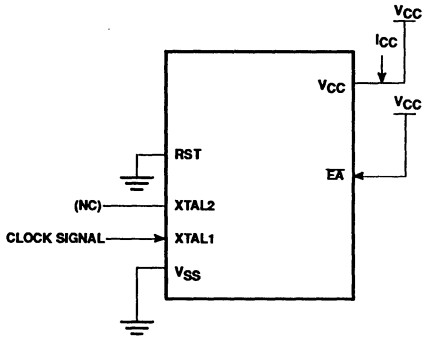

Figure 9. I_{CC} Test Condition, Active Mode
6. See Figures 9 through 12 for I_{CC} test conditions.